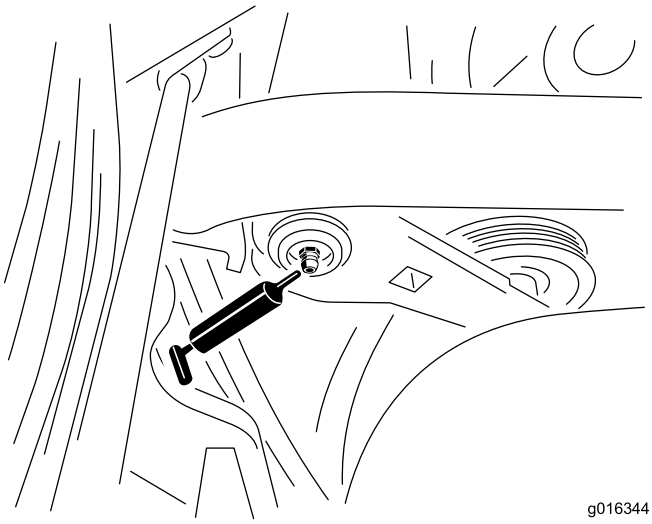

Figur 45
1. Torka av smörjnippeln så att främmande partiklar inte kan leta sig in i lagren eller bussningarna (Figur 45).